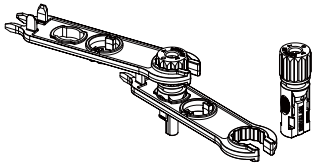

Рис. 5.5 Разъём с затянутой накидной гайкой
c) Вставьте контакт до упора в корпус разъёма и затяните накидную гайку на корпусе разъёма (рис. 5.5).